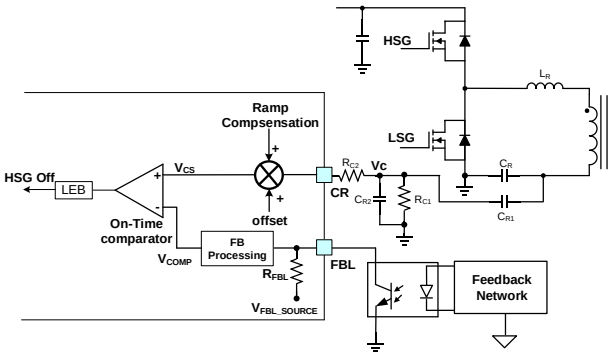

Figure 27: LLC Current Mode Control Block Diagram
Figure 27 shows the control block diagram of the half-bridge (HB) LLC. The on-time comparator determines the HSG on time by comparing the voltage derived from the current sense (CR) with V_{COMP}. V_{COMP} is generated from the feedback voltage on an optocoupler (FBL).